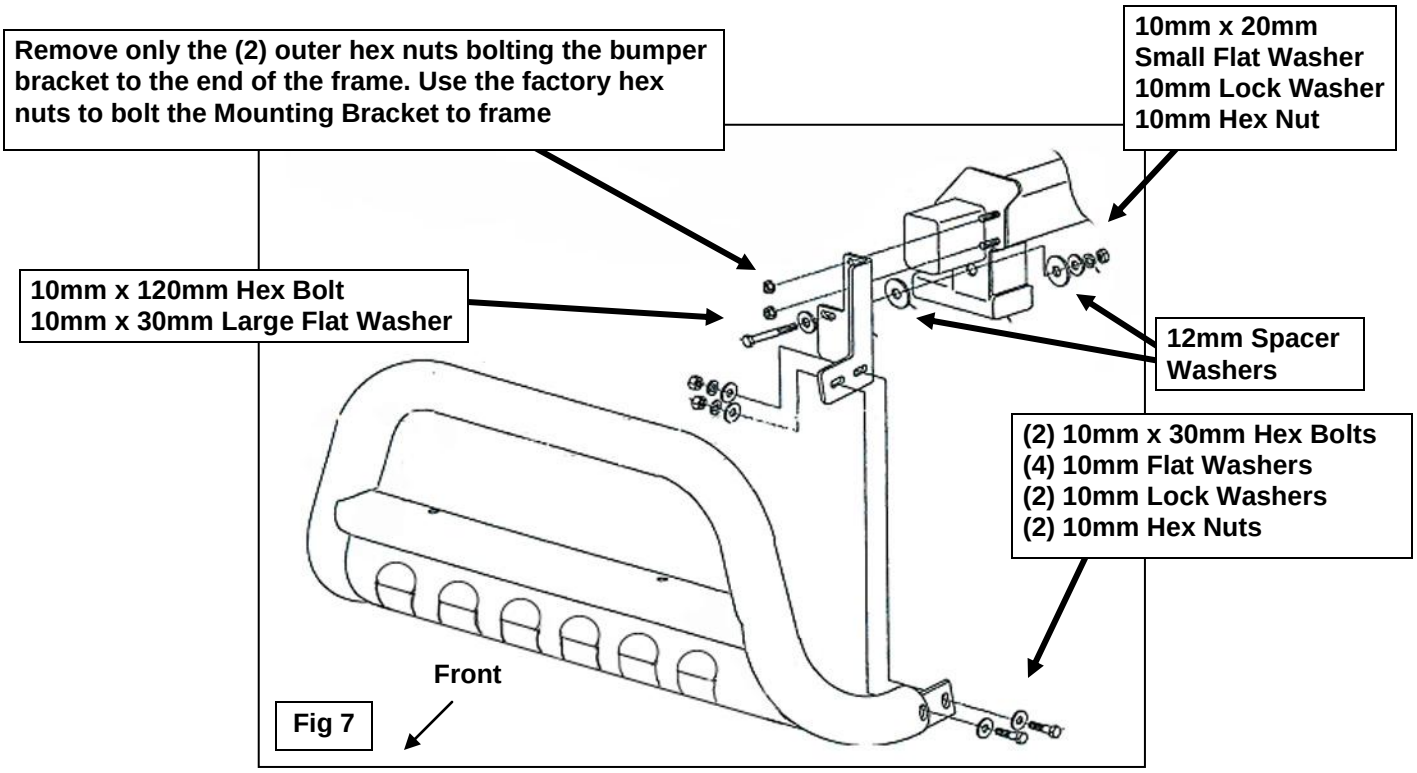

Fig 7
4. With assistance, line up the mounting tabs on the Bull Bar with the outside of the (2) previously installed Frame Mounting Brackets. Bolt the Bull Bar to the Frame Mounting Brackets with the included (4) 10mm x 30mm Hex Bolts, (8) 10mm x 20mm OD Small Flat Washers, (4) 10mm Lock Washers and (4) 10mm Hex Nuts, **(Figure 7)**. Snug but do not tighten hardware at this time.